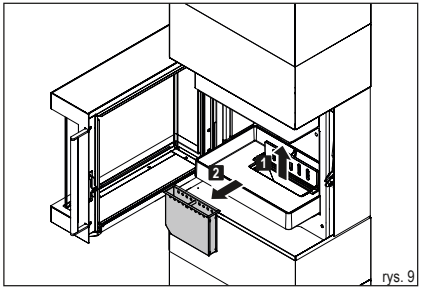

rys. 9
- ► **Wyciągnij popielnik z otworu, trzymając za uchwyt (rys. 9).**